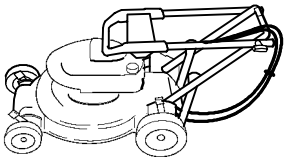

**Figure 30**
2. Carefully swing the upper handle forward until it rests on the engine (Fig. 30).